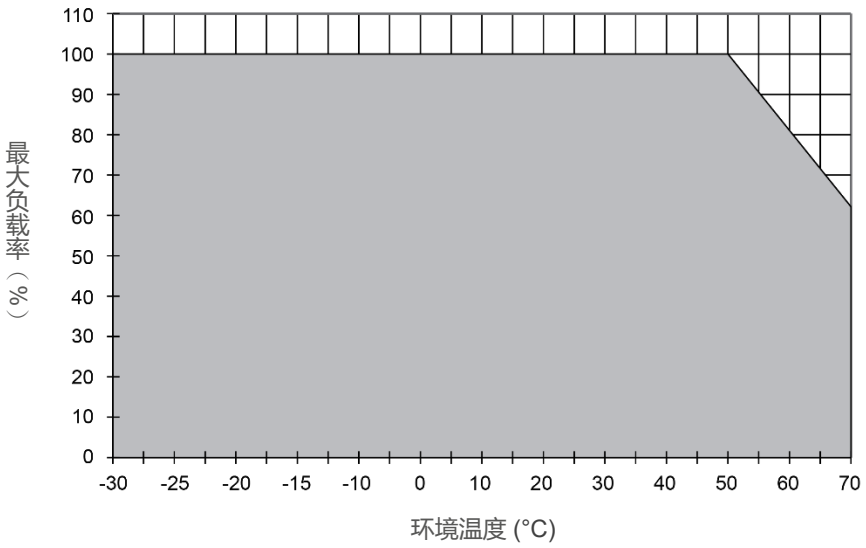
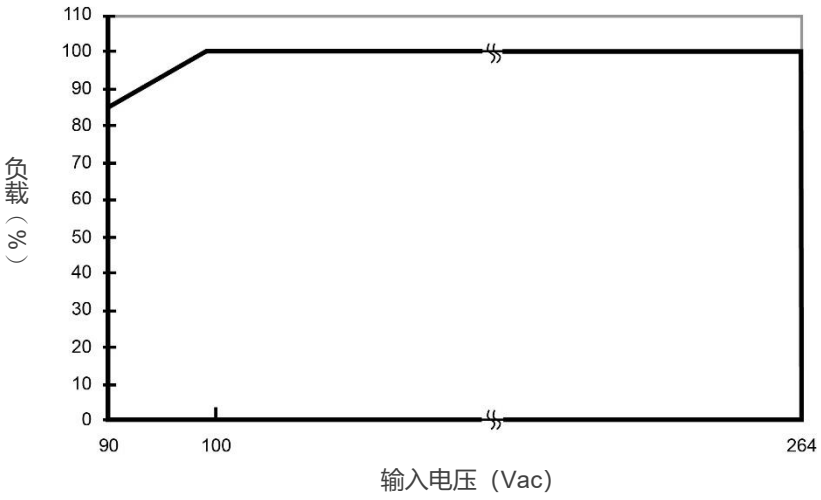

**图 1　水平安装降额**
**图 2　AC 输入电压降额**
1. 电源如果持续在额定功率曲线以外区间使用，可能导致零部件降级或损坏，具体参照图 1 及图 2 所示。